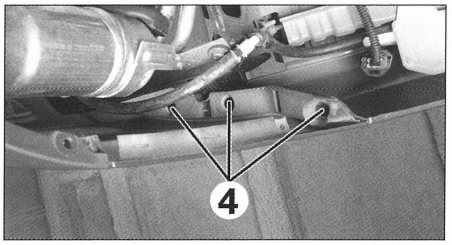

FIG. 5
- los tres tornillos de fijación (4) del parachoques **(fig. 5)** en el paso de rueda.